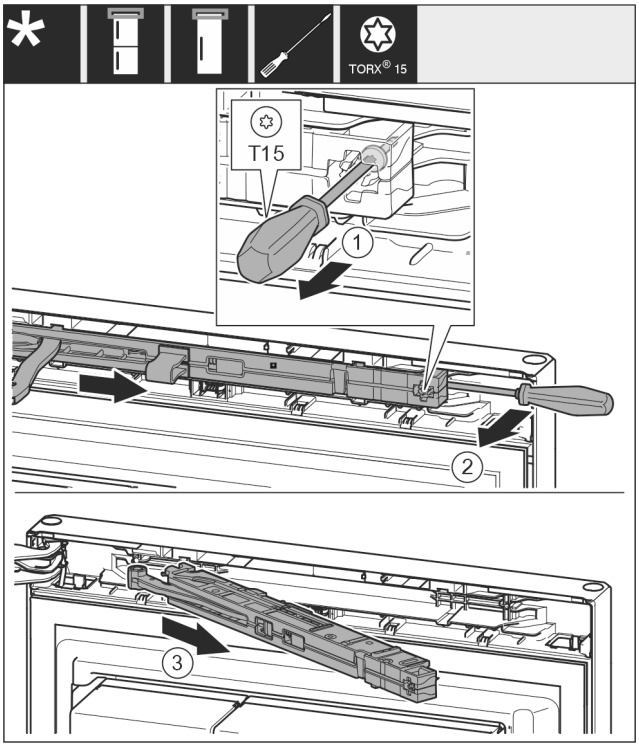

Fig. 13
▶ Šroub *Fig. 13 (1)* na jednotce tlumiče zavírání povolte šroubovákem 14 mm.
▶ Vypačte jednotku tlumiče zavírání *Fig. 13 (2)* na straně madla šroubovákem dopředu.
▶ Vytáhněte jednotku tlumiče zavírání *Fig. 13 (3)*.